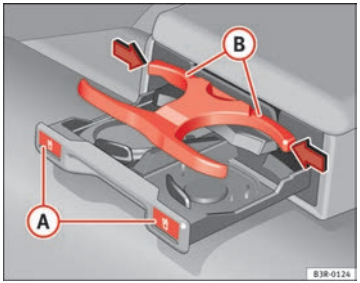

Abb. 119 Getränkehalter in der Armlehne hinten
– Drücken Sie auf das Symbol (A) ⇒ Abb. 119.